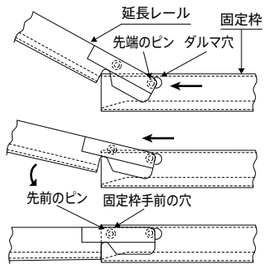

図2. 延長レールを取り付ける場合
⑬延長レールはVZ-E又はVZ2-ECS用を使用願います。（図2参照）